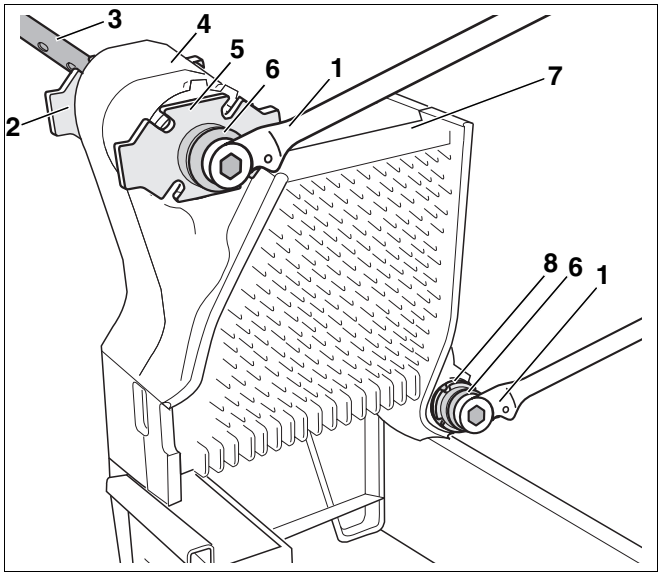

Afb. 18 Ketelrugzijde
- Plaats de beide ratelsleutels (afb. 18, **pos. 1**) op de spanmoeren van de perseenheid (afb. 18, **pos. 6**) en pers de ketelelementen door gelijkmatig trekken samen.